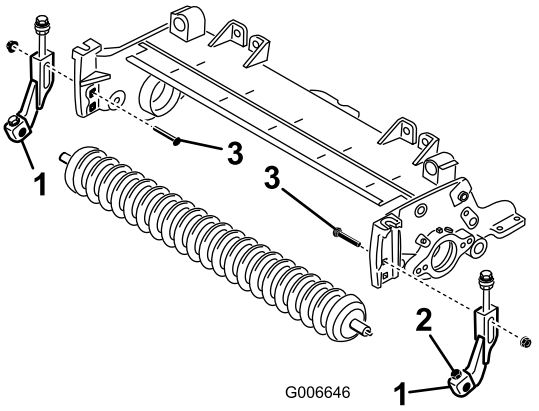

Figuur 20
18. Centreer de rol tussen de beugels en zet deze met de tapbouten en de borgmoeren vast op de beugels (Figuur 20).